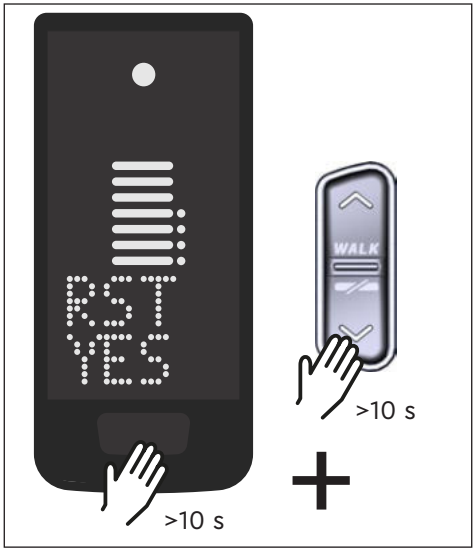

Fig. 10: Réinitialisation des paramètres d'usine
- ▶ Maintenez la touche de commande sur Display et la touche de commande BAS sur la Remote enfoncées pendant au moins 10 s, le mode de configuration s'affiche d'abord, puis RESET. (voir Fig. 10).